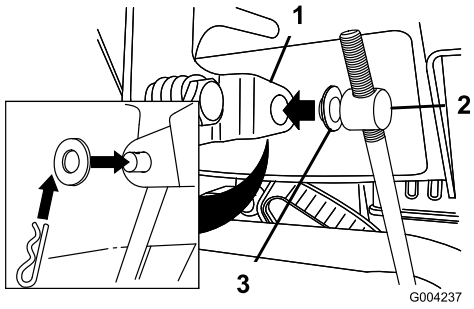

Figur 6
3. Ta bort hårnålssprinten och den yttre brickan från skruvleden på hastighetskontrollstångens övre ände (Figur 6).
Obs: Monteringen går lättare om du låter planbrickan sitta kvar på skruvleden (Figur 6).
6. Lyft upp hastighetskontrollstången och för in skruvleden i hålet i växelväljarspaken (Figur 6).